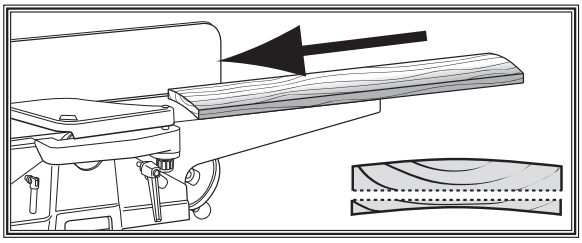

Figure 24. Surface plane on the jointer.
1. **Surface Plane on the Jointer**: The concave face of the workpiece is surface planed flat with the jointer (see **Figure 24**).